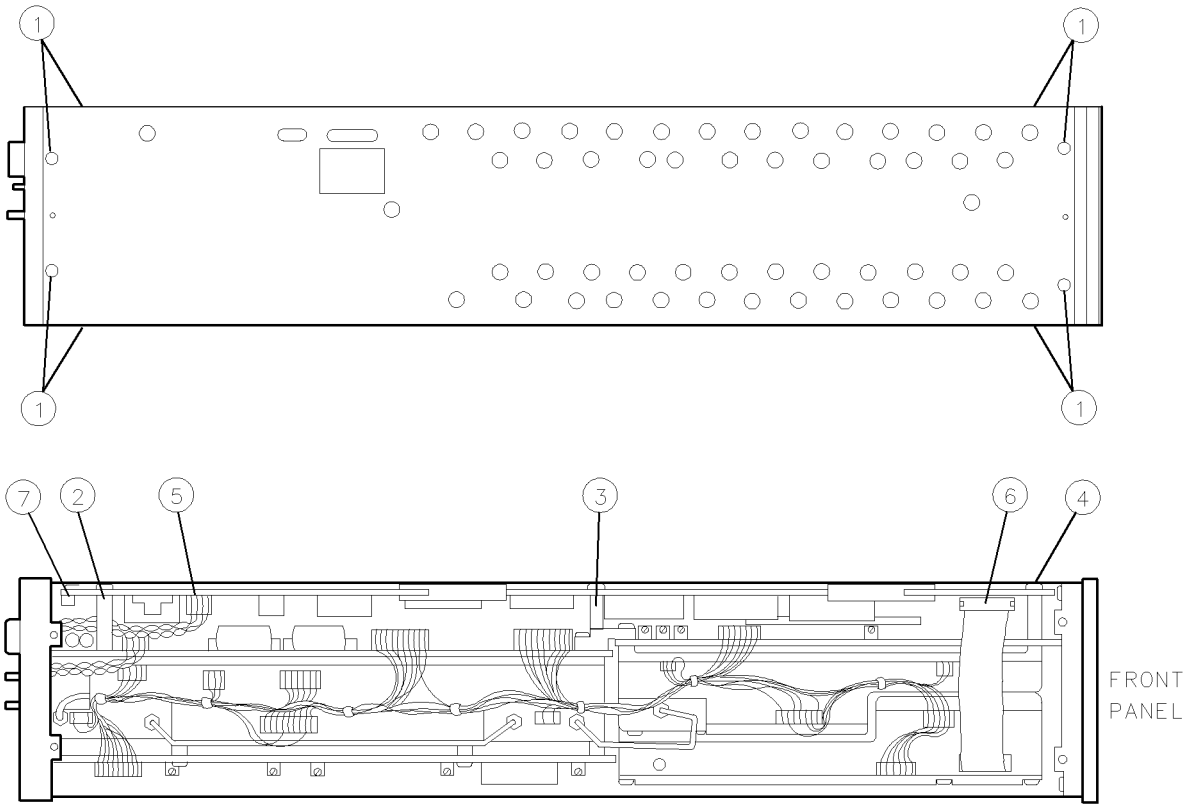

Figure 9-1. A1A1 Host/Processor Removal/Replacement
1. Remove the module's cover by removing the eight screws ① (four on top, two on each side) illustrated in Figure 9-1.
2. Remove three screws ②, ③, and ④ and their spacers from the A1A1 host/processor.
3. Disconnect wire W11 from the A1A1 host/processor's connector ⑤.
4. Carefully work the controller assembly out of its two motherboard connectors. When it is just out of the connectors, but still within the frame, disconnect W14 ⑥.
1. Remove the module's cover by removing eight screws ① (four on top, two on each side) illustrated in Figure 9-1.
2. Remove one screw ③ with a star washer, and remove the flat washer and green spacer from the center top of the A1A2 1/4 MB RAM/ROM.